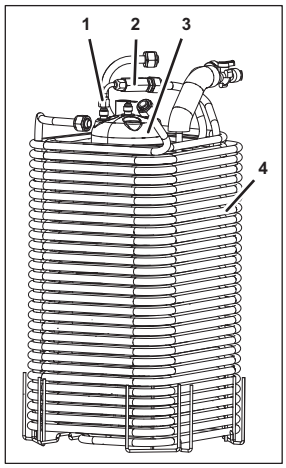

Fig. 55
13. Lift the cooling coil basket (Fig. 55/4) with carbonator tank (Fig. 55/3) out of the unit.
14. Disconnect the connecting line from the non-return valve of the solenoid valve (Fig. 55/2) to the carbonator tank (Fig. 55/3) from the coupling (Fig. 55/1).
17. Lift the carbonator tank (Fig. 55/3) up and out of the cooling coil basket (Fig. 55/4).
18. Position the new carbonator tank (Fig. 55/3) within the cooling coil basket (Fig. 55/4).
19. Attach the carbonator tank (Fig. 55/3) to the cooling coil basket (Fig. 55/4) using a cable tie.
20. Make sure the carbonator tank (Fig. 55/3) is firmly placed against the cooling coils.
23. Attach the connecting line from the non-return valve of the solenoid valve (Fig. 55/2) to the carbonator tank (Fig. 55/3) to the coupling (Fig. 55/1).
24. Position the cooling coil basket (Fig. 55/4) with carbonator tank (Fig. 55/3) within the unit.